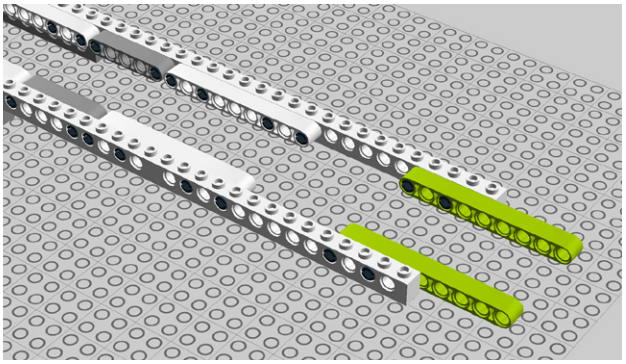

Figure 8-68. *Step 63: Adding a pair of 9M beams*
63. Add two more 9M beams (Figure 8-68).